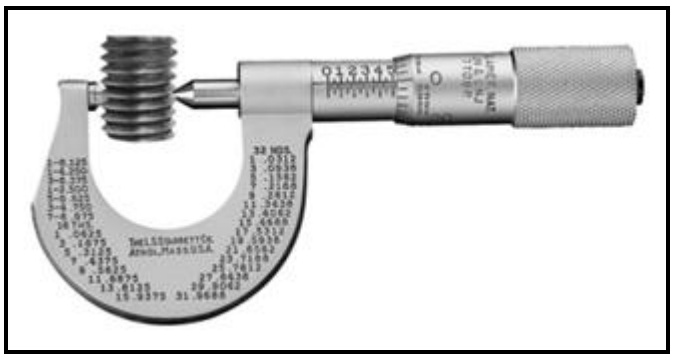

FIGUUR 7.4
7.4 FIGUUR 7.4 toon 'n presisiemeetinstrument. Beantwoord die vrae wat volg.
7.4.1 Identifiseer die instrument in FIGUUR 7.4. (1)